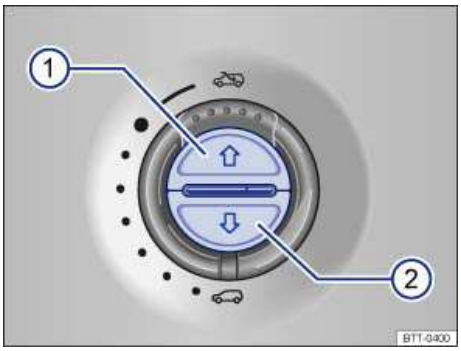

**Fig. 35** In the headliner: Buttons for the sunshade.
| Function | Action ⇒ fig. 35 |
- *Sunshade:* Within 5 seconds after the pinch protection was triggered, press the ⇒ fig. 35 (2) switch until the sunshade is fully closed.